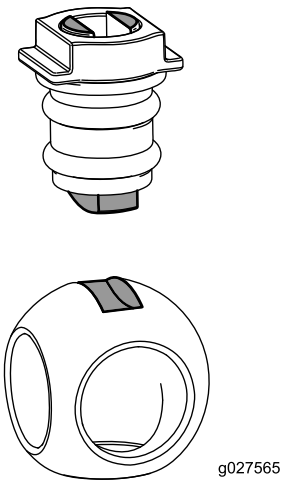

Figur 122
6. Indsæt kuglen i ventilhuset (Figur 122).
Bemærk: Ventilspindelen skal passe i kugledrevsåbningen. Hvis ventilspindelen ikke passer, justeres kuglens placering (Figur 122).